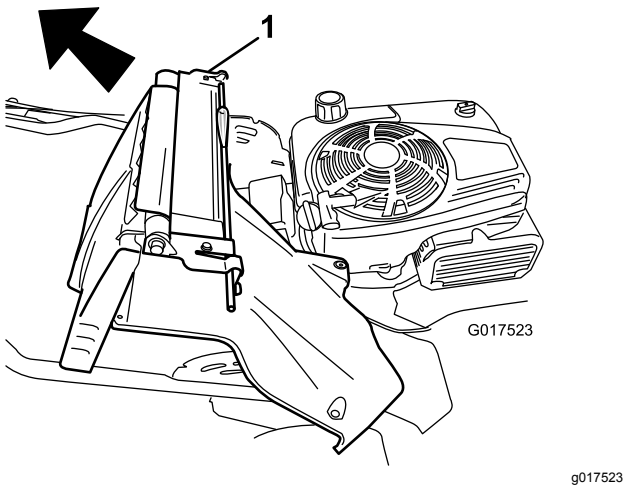

Figuur 37
7. Verwijder de achterklep en de handgreephendel (Figuur 37).